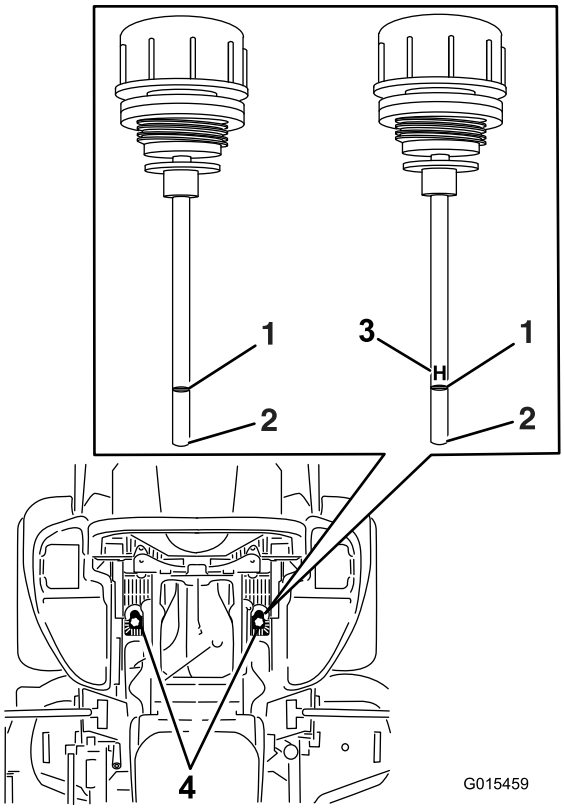

Figur 89
6. Rengjør området rundt peilepinnene på hydraulikksystembeholderne (Figur 89).
7. Ta ut en peilepinne fra hydraulikkbeholderen (Figur 89).
9. Dra ut peilestaven, og se på enden (Figur 89). Hvis oljenivået er ved fyll på-merket, hell sakte nok olje i hydraulikkbeholderen for å fylle nivået til full- eller **H**-linjen.